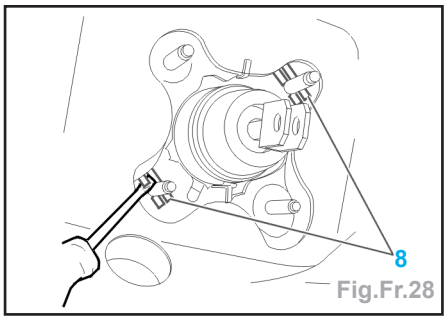

Fig.Fr.28
- Débrancher le contacteur de stop (5).
- Déposer le pédalier (6) tout en écartant les clips (7).
- Écarter : Les clips (8) (Fig.Fr.28).